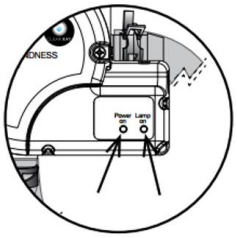

Figura 1F
15. Deslize a lâmpada UV nova (7) de volta para dentro do tubo de quartzo.
16. Reinstale o novo tampão preto da lâmpada (5) de volta sobre a porca de compressão de vedação do tubo de quartzo (9).
17. Reinstale tampa (2) e preendea-a com os parafusos.
19. Uma vez que a energia está ativada, você pode verificar o rator,Figura 1F, para ver se o sistema CLEARRAY está funcionando. A luz acesa (vermelha) indica que o sistema CLEARRAY está recebendo alimentação de energia e sempre deve estar ligado. A luz acesa (verde) indica que a lâmpada UV está ligada.